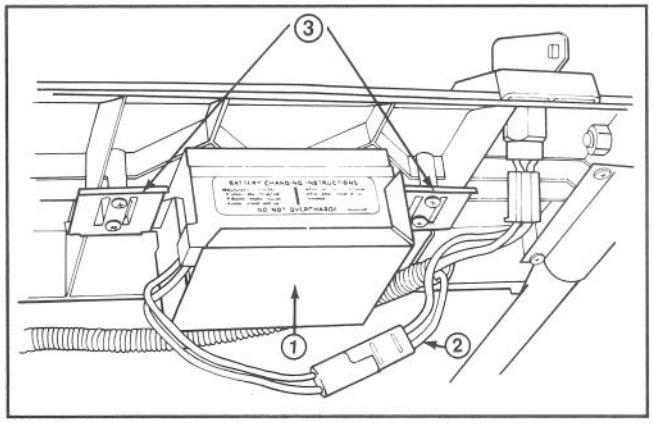

Figure 26
1. Stop engine and disconnect wire harness from battery terminal (Fig. 26).